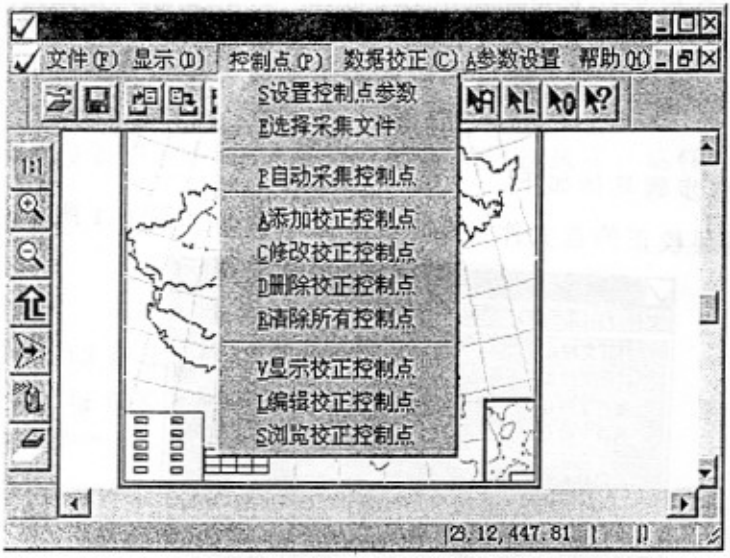

图 6-3 控制点菜单
3. 设置控制点参数：在控制点主菜单下选择该菜单选项。其界面如图 6-3 所示：